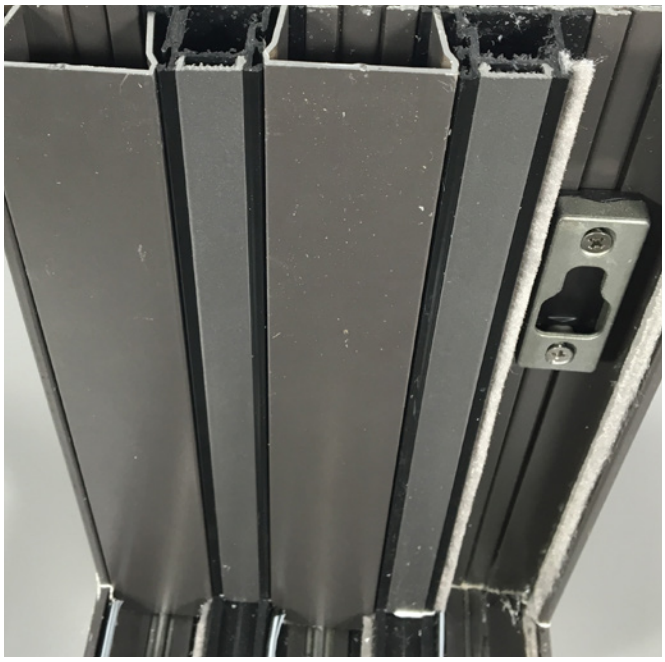

Figure 26
34. Reinstall the screw covers on the vertical side jambs by firmly pressing into place. See **Figure 26**.